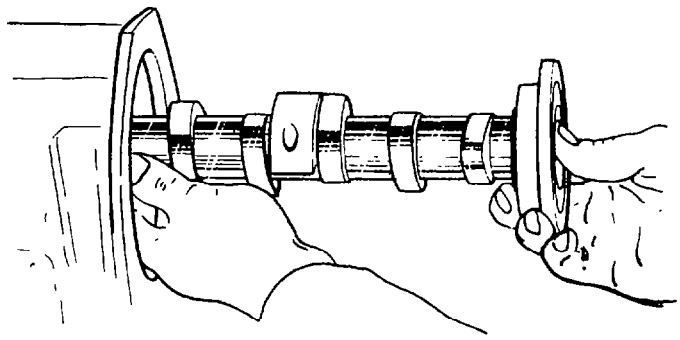

Fig. 107 — Installing Camshaft
aj. Carefully slide the camshaft (item 6), rear bearing (item 45) and bearing retaining plate (item 43) with shims (item 44), into the housing as shown in fig. 107.